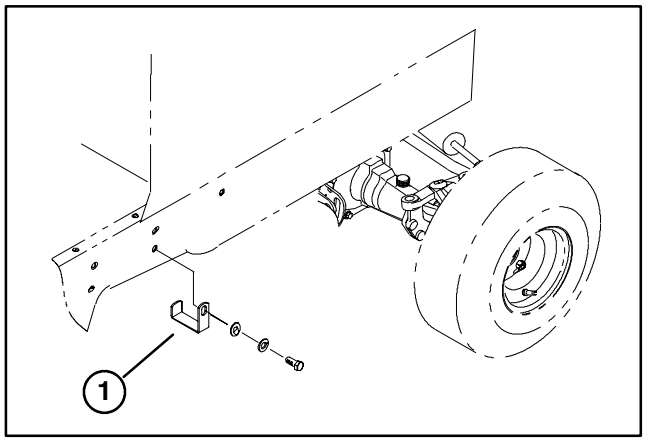

Figure 4
8. Remove capscrew and washers securing hose clamp to left side of machine (Fig. 4). Support hoses so they do not drop. Retain clamp for installation of new components.